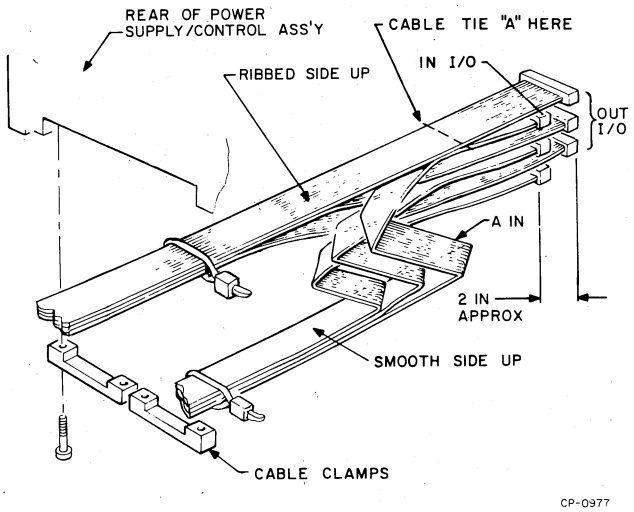

Figure 5-4 Cable Routing for Drives Located in the Middle of MASSBUS
8. All other drives on the MASSBUS should have the "out" labelled end of the MASSBUS cable interleaved (shown in Figure 5-4) after cutting cable tie "A". Align IN and OUT MASSBUS cable ends as shown and retie the cable bundle where shown (cable tie "A") with ties provided in the accessory kit.